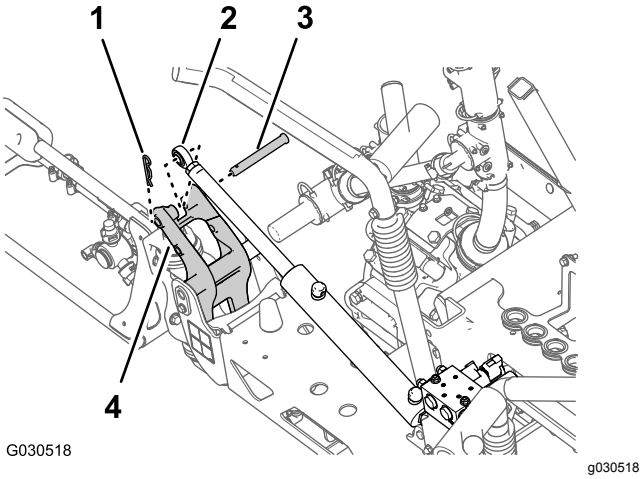

Figur 72
3. Fjern den låseclips og gaffelbolt, der fastgør stangenden af løftecylinderen til aksebeslaget (Figur 72).